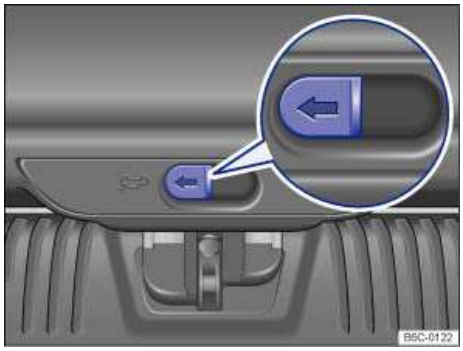

Fig. 159 Inside the luggage compartment: Opening the luggage compartment lid.
- Push the lever in the direction of the arrow ⇒ fig. 159 (magnified view). The luggage compartment lid unlatches. Push the luggage compartment lid to open.